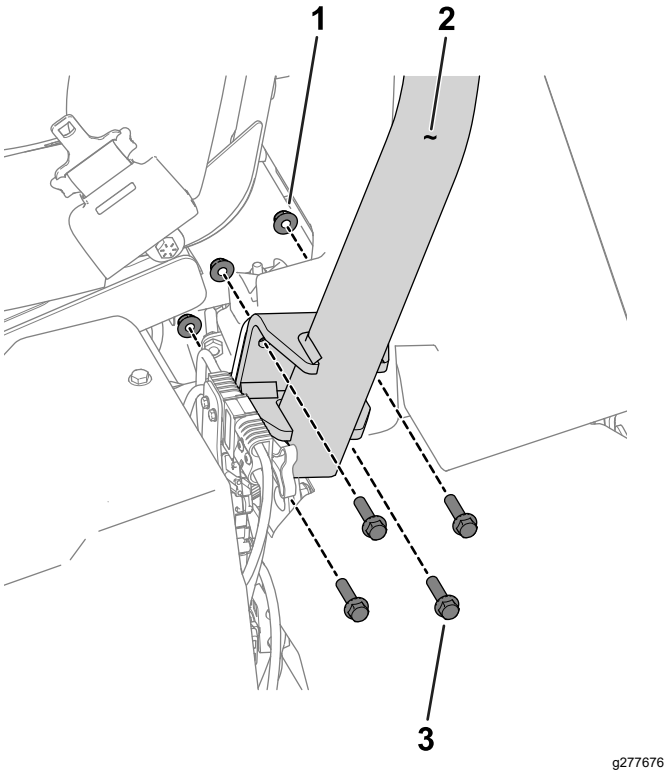

Figur 3
3. Brug 8 sekskantbolte (⅜" x 1½") og 8 møtrikker (⅜") til at fastgøre styrtbøjlen til styrtbøjlebeslagene på hver side af maskinen (Figur 3).